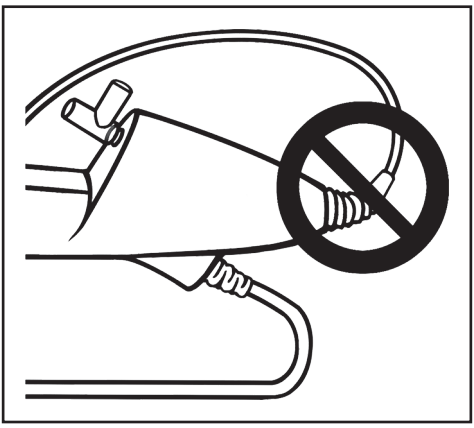

Figura 5. NO DOBLAR EN EXCESO
- El ureteroscopio cuenta con un mecanismo de alivio de tensión en la parte de transición del mango al cuerpo. Este mecanismo protege el dispositivo durante el uso. Para evitar dañar el cuerpo o la fibra de luz, no doble demasiado el cuerpo (Figura 5).